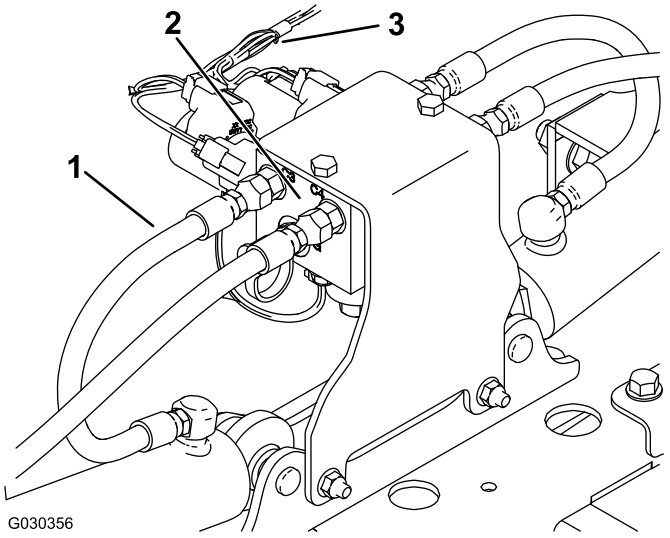

Figur 1
1. Frakobl ledningsnettet fra den hydrauliske manifoldblok (Figur 1).
2. Mærk alle de slanger, der er tilsluttet den hydrauliske manifoldblok, og afkobl dem fra blokken (Figur 1).